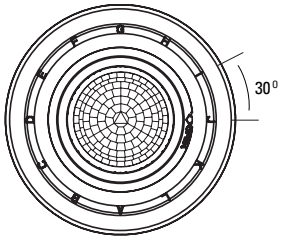
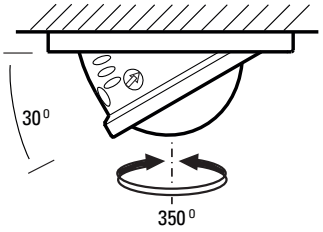

Abb. 20
Abb. 21
• Der Bewegungsmelder-Kopf kann um 30° nach unten gezogen und im oder gegen den Uhrzeigersinn um 350° gedreht werden, siehe Abb. 20. Die 350° Einstellungsmöglichkeit ist mit Hilfe der Skala auf dem Bewegungsmelder in 30° Schritten möglich, siehe Abb. 21.